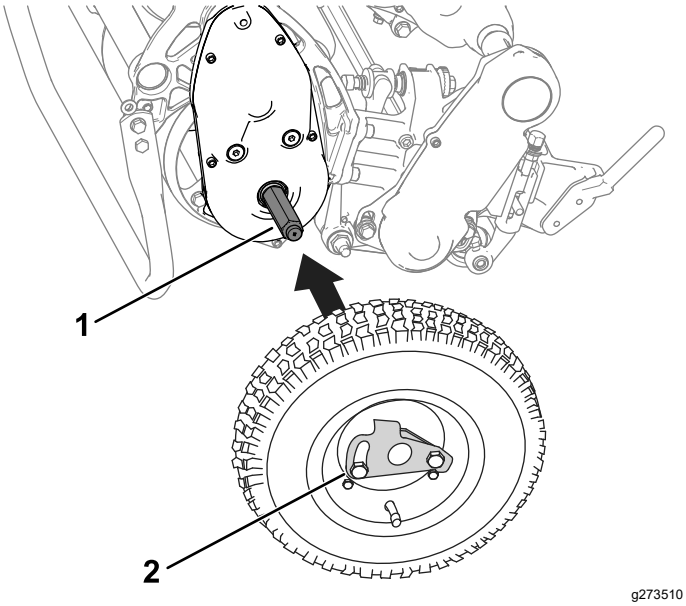

Figuur 25
2. Schuif een wiel op een as (Figuur 25).
3. Draai de sluitklem van het wiel (Figuur 25) weg van het midden van het wiel zodat het wiel verder op de as kan schuiven.